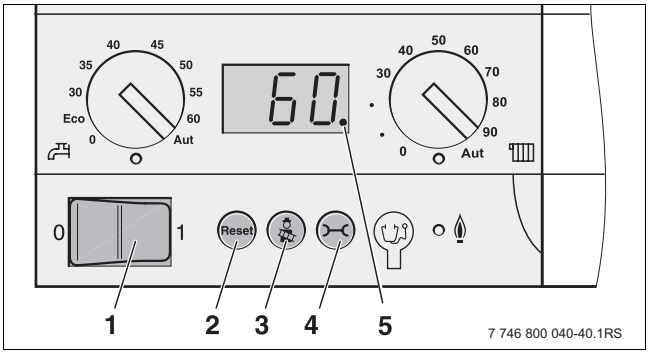

Bild 37 Bedienfeld des Basiscontrollers
- Die Taste (→Bild 37, [1]) so lange gedrückt halten (ca. 2 Sekunden), bis der Dezimalpunkt rechts unten im Display erscheint.
- Die Tasten (→Bild 37, [3]) und (→Bild 37, [4]) gleichzeitig gedrückt halten (ca. 5 Sekunden), bis [L --.] (z. B [L 80.]) im Display angezeigt wird.
- Den Brenner mit der Taste „Reset“ (→Bild 37, [2]) auf unterste Teillast einstellen.
- Betriebsschalter (→ Bild 37, [1]) am Bedienfeld des Basiscontrollers auf „0“ (Aus) stellen.